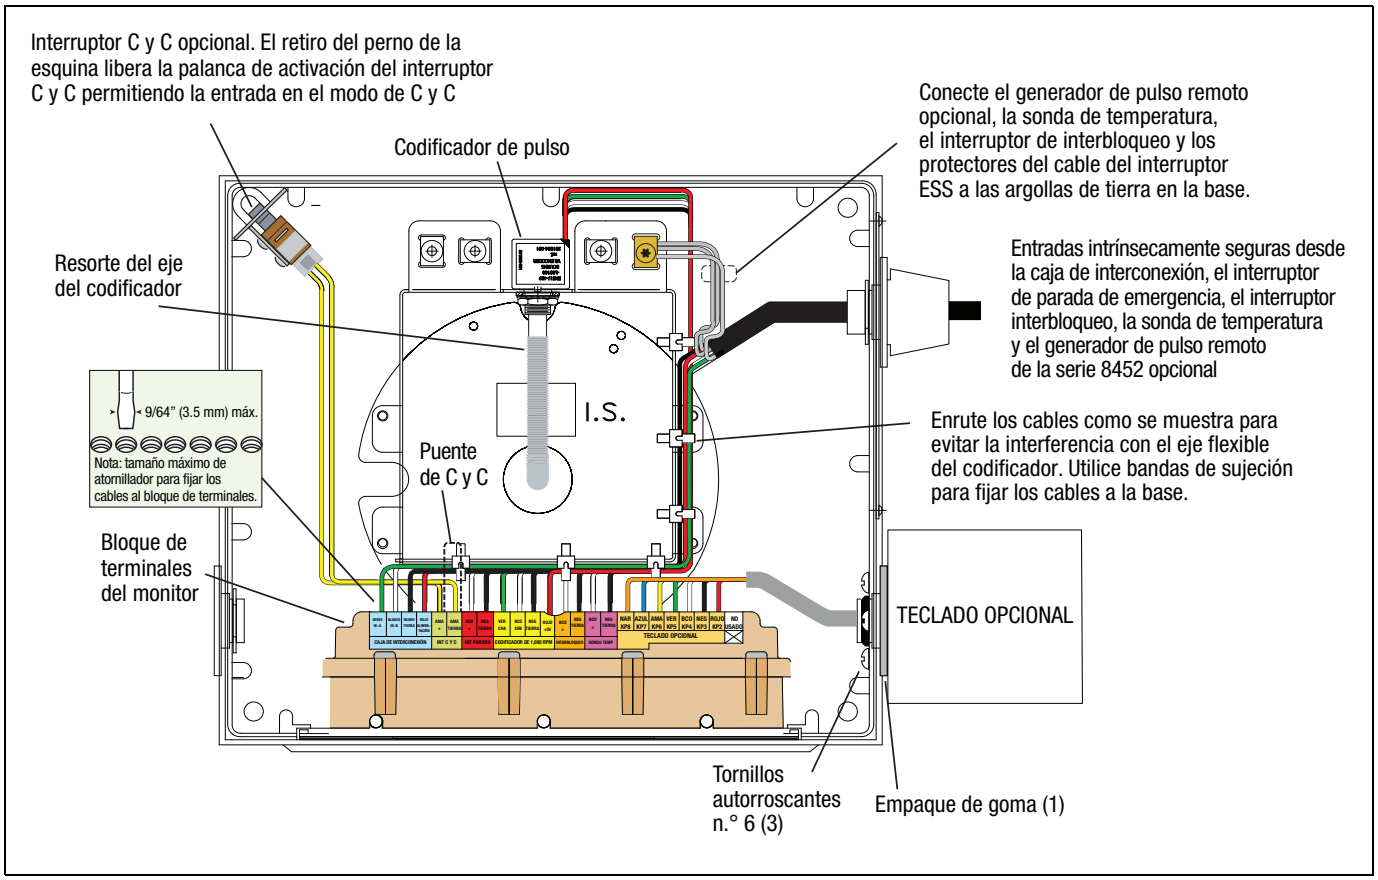

Figura 38. Ubicaciones del interruptor y del cableado del cable del monitor
2. Deslice la tuerca del prensacables y luego el cojinete encima de las guías del cable de la IB. Jale suficiente cable para que las guías lleguen al bloque terminal del conjunto del monitor y puedan sujetarse con bandas en la base de montaje del codificador de pulso, como se muestra en la Figura 38. Deslice el extremo con rosca del cojinete en el prensacables, luego atornille la tuerca del prensacables y ajuste hasta que quede seguro.
3. Conecte el cable de la IB de cuatro hilos al bloque de la terminal, como se muestra en la Figura 38.
4. Si tiene una sonda o interruptor ESS de temperatura opcional, retire la tuerca del prensacables inferior y deslícela, luego el cojinete con rosca, sobre el cable de la sonda de temperatura o el cable del interruptor ESS. Jale suficiente cable para que las guías que lleguen al bloque de terminales del conjunto del monitor puedan sujetarse con bandas en la base de montaje del codificador de pulso, como se muestra en la Figura 38. Deslice el cojinete en el prensacables y luego atornille la tuerca del prensacables en el prensacables y ajuste hasta asegurarlo. Fije el protector del cable de la sonda de temperatura a la argolla de tierra en la base de montaje del codificador de pulso.
1. Un conjunto de interruptor de esquina C y C estándar (ref. 845900-018) que se ajusta en una esquina de la carcasa del monitor (ver Figura 38). Para ingresar al modo C y C, retire el perno de la esquina de la cubierta del monitor. Para salir del modo C y C, reemplace el perno.
La Figura 38 muestra la instalación y el cableado del teclado opcional. Para fijar los tornillos de montaje de la carcasa del teclado, deberá jalar/deslizar hacia arriba el conjunto de la pantalla, fuera del monitor. Inserte los cables del teclado a través del orificio central de la junta, deslice la junta hacia abajo sobre el teclado y alinee sus tres orificios con los orificios de montaje del teclado. Sostenga el teclado contra el monitor y atornille los tres tornillos de montaje, reemplace el conjunto de visualización y luego conecte el cable del teclado al bloque de la terminal, como se muestra en la Figura 38. Los tornillos son autorroscantes. El usuario podría querer prerroscar los agujeros usando el tornillo para facilitar la instalación.